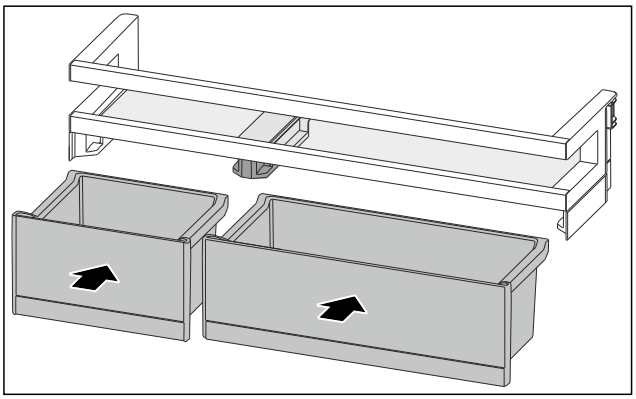

Fig. 98
▶ Coloque los VarioBoxes en disposición intercambiada. (consulte Fig. 98)